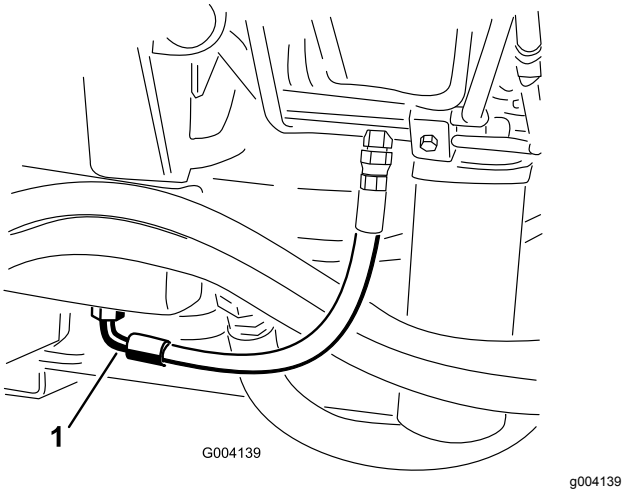

Figur 102
3. Anbring en stor bakke under stykket, der sidder i bunden af hydraulikvæskebeholderen (Figur 102).